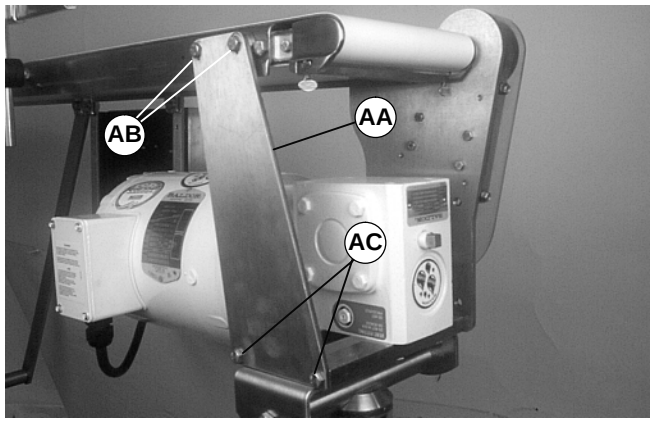

Abbildung 21
HINWEIS: Bei dem Schwerlast–Montagesatz wurden zwei (2) Schrauben (AB siehe Abbildung 21) in Schritt 1 entfernt.